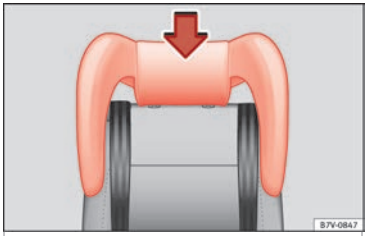

Fig. 93 Integrated child seats. install its head support.
- Enter the child seat head support in the corresponding backrest until it fits correctly into place ››› **Fig. 93**.